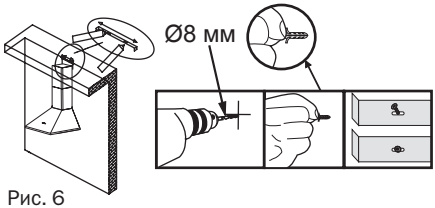

Рис. 6
6. Установите на купол вытяжки декоративный короб, который будет закрывать воздуховод, присоединенный к вентиляционной шахте. Нижняя часть короба фиксируется с помощью винтов к корпусу вытяжки, а верхняя выдвигается вверх на необходимую высоту, как правило, до соприкосновения с мебельным карнизом или декоративной полкой, расположенной над вытяжкой. Вытяните верхний декоративный короб на необходимую высоту и зафиксируйте его на стене с помощью крепежной планки из комплекта поставки. (Рис. 6)